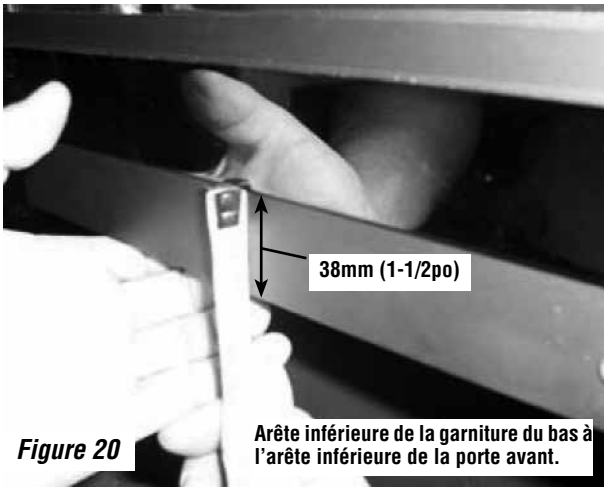

Figure 20
5. Les bords supérieurs de la garniture supérieure doivent être distants d'environ 22 mm (7/8 po) de la porte ; la garniture inférieure doit se trouver à environ 38 mm (1,5 po) du bas de la porte. Vérifier visuellement l'alignement de la garniture et l'ajuster au besoin. Voir ***figure 20***.